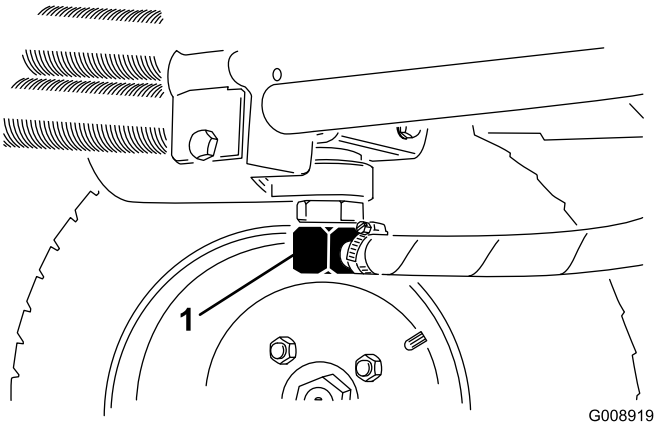
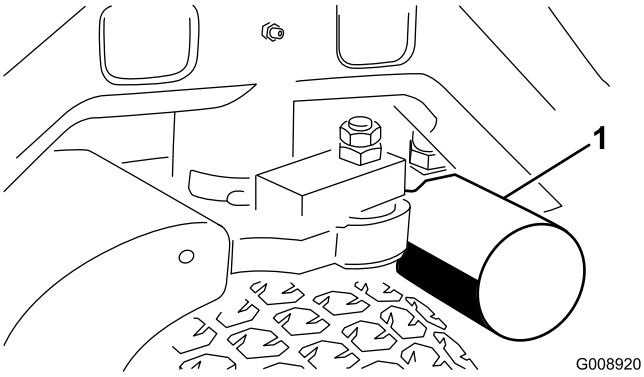

Figur 72
Figur 73
2. Lossa hydraulledningen (Figur 72) eller avlägsna hydraulfiltret (Figur 73) och låt hydraulvätskan rinna ned i ett avtappningskärl.
4. Placera ett avtappningskärl under filtret (Figur 73) och avlägsna filtret.